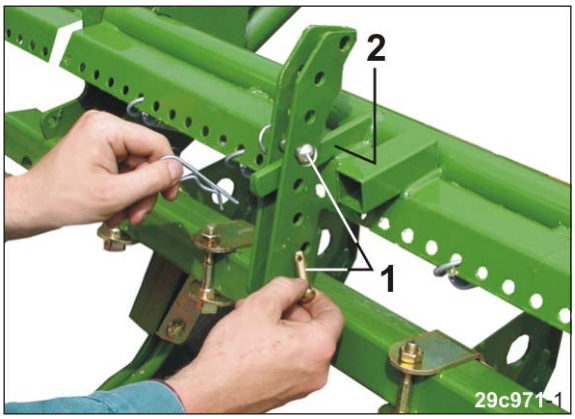

Fig. 137
3. Je einen Bolzen (Fig. 137/1) unter- und oberhalb des Anschlags (Fig. 137/2) in das Verstellsegment stecken und mit Klappsteckern sichern.